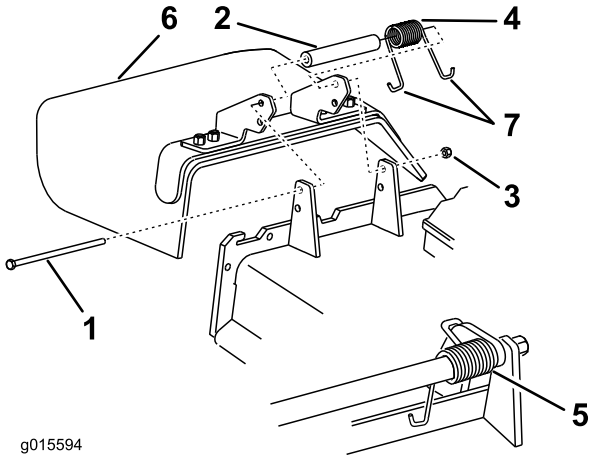

**Figure 97**
1. Remove the locknut, bolt, spring, and spacer holding the deflector to the pivot brackets (Figure 97).
**Note:** Make sure that one **J** end of spring is installed behind deck edge before installing the bolt as shown in Figure 97.
5. Place one **J** hook end of spring around grass deflector (Figure 97).